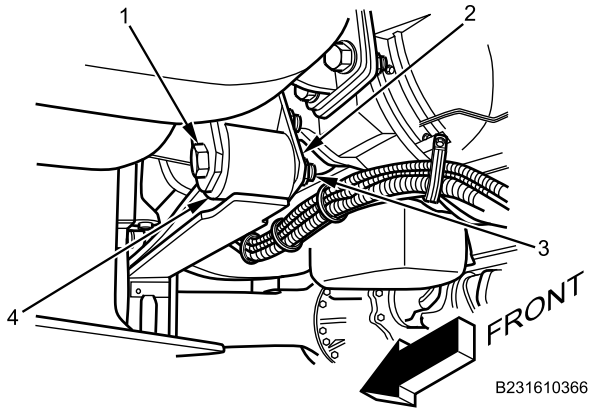

Figure 6. Front Spring Shackle.
11. Remove locknut (Figure 6, Item 3) and bolt (Figure 6, Item 1) from front spring rear bracket shackle (Figure 6, Item 2) and spring (Figure 6, Item 4). Discard shackle locknut (Figure 6, Item 3).